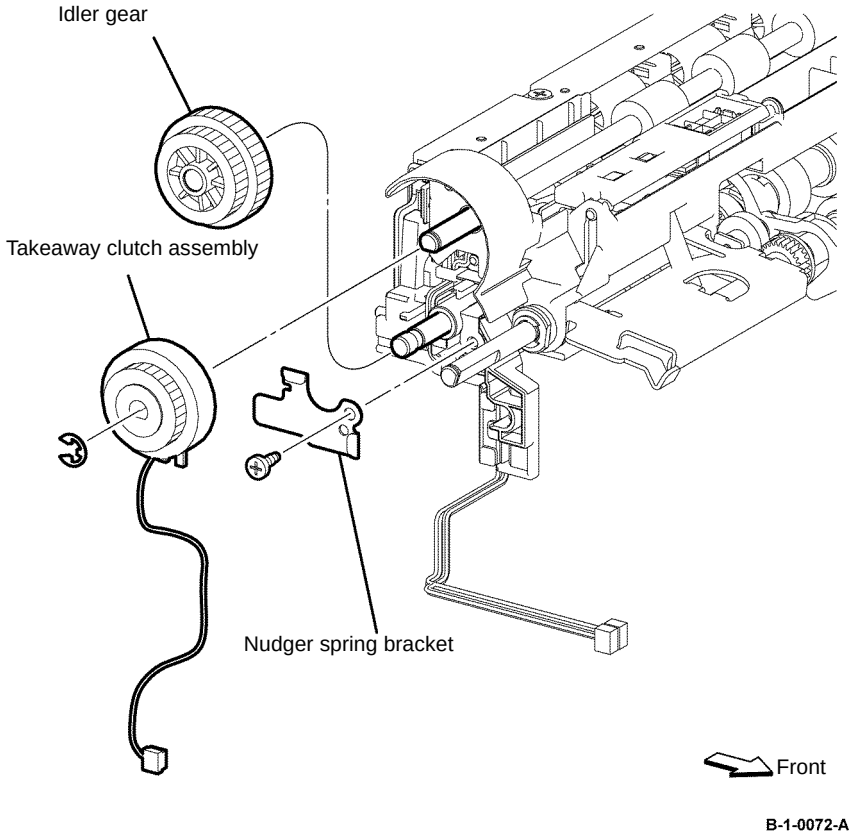

Figure 1 Option feeder takeaway clutch assembly removal
4. Remove the idler gear and remove one screw (silver, tapping, 8mm) that fixes the nudger spring bracket, then remove the nudger spring bracket, Figure 1.
5. Remove the E-ring, then remove the takeaway clutch assembly, Figure 1.